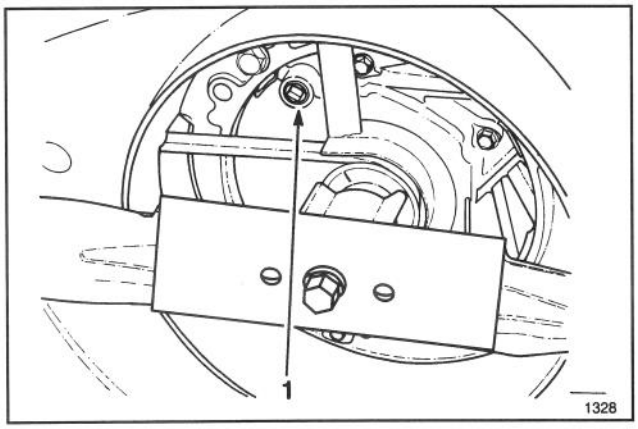

Afbeelding 16
6. Houd de maaier schuin naar links. Verwijder de aftastop aan de onderzijde van de maaier met behulp van of een dopvergroter van 9,5 mm met een sleutel om te draaien (Afb. 16). Plaats een opvangbak onder de maaier.